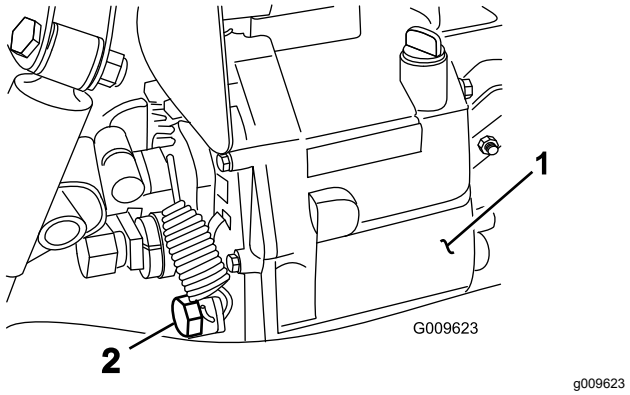

Figuur 70
4. Verwijder de aftapplug uit de zijkant van het reservoir en laat de hydraulische vloeistof in een opvangbak lopen (Figuur 70).